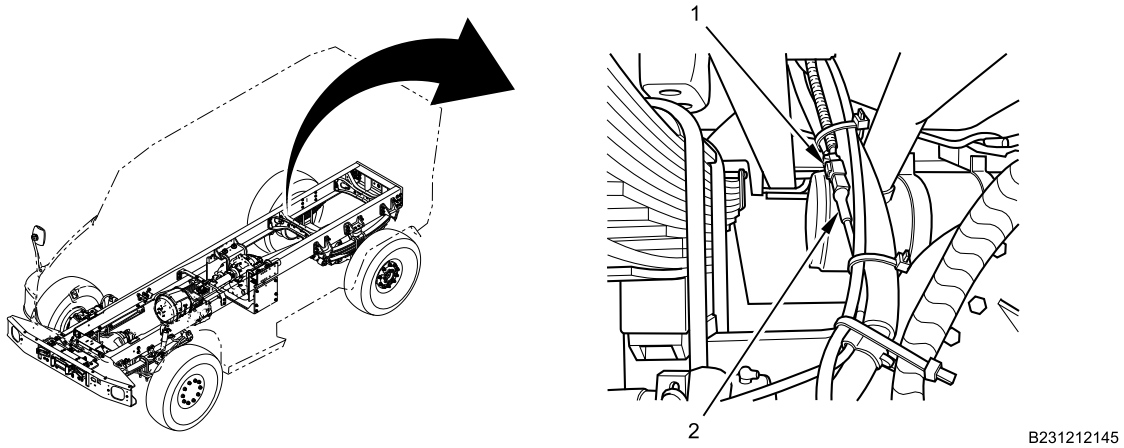

Figure 1. ABS Electrical Connector.
1. Disconnect ABS electrical sensor connector (Figure 1, Item 2) from wiring harness (Figure 1, Item 1).